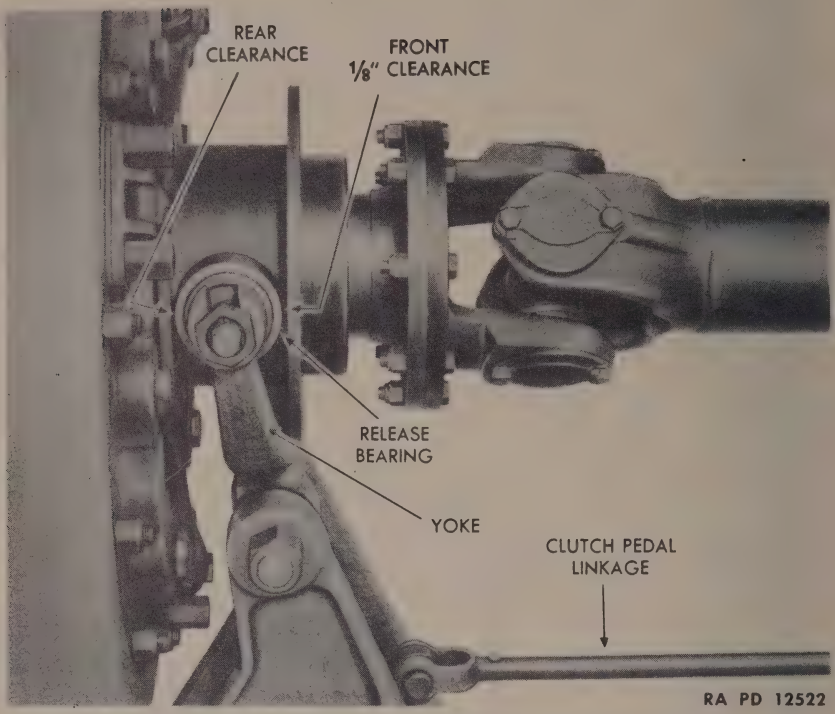
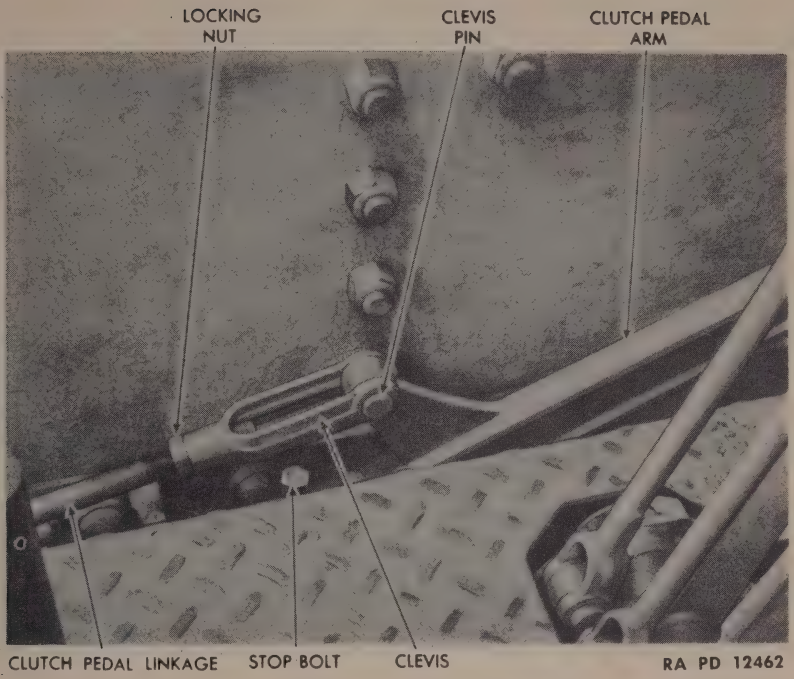

Figure 17—Side View of Clutch Release Bearings
Figure 18—Detail of Clutch Linkage Adjustment
Remove the lock pins from both sides of the air inlet cover and raise the cover. Lubricate the clutch release bearings and check the clearance (fig. 17). If the clutch bearing is too close to either the front or rear clutch flanges, it will be necessary to adjust the free play in the clutch linkage (fig. 18), as indicated in the following step.
(7) Adjustment of Clutch Linkage Free Play (fig. 18).